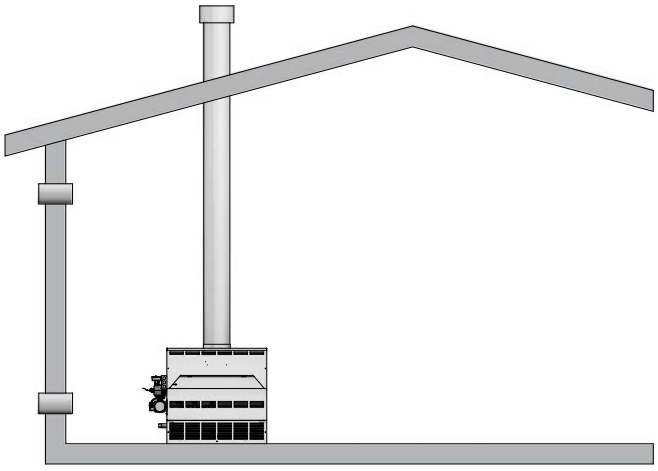

***Figure 1-3**_Combustion Air Direct from Outside*
1. If air is taken directly from outside the building with no duct, provide two permanent openings (see FIG. 1-3):